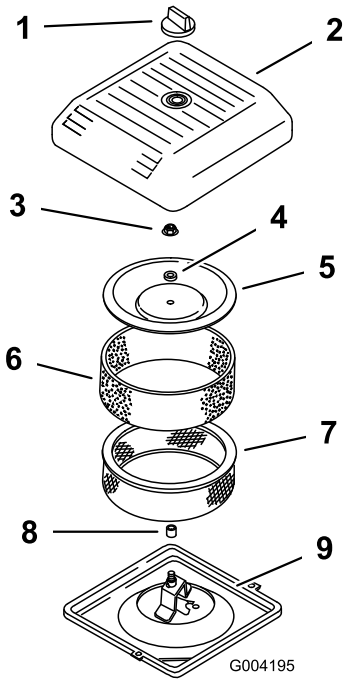

Figur 14
2. Skruva av ratten och ta bort luftrenarkåpan (Figur 14).
3. Dra försiktigt av skumförfiltret från pappersinsatsen (Figur 14).
4. Skruva bort kåpans mutter och ta bort kåpan, distansbrickan och pappersfiltret (Figur 14).
2. Sätt dit luftrenaren på luftrenarbasen (Figur 14).
3. Montera kåpan och distansbrickan, och fäst kåpan med kåpmuttern (Figur 14). Dra åt muttern till ett moment på 10,7 Nm.
4. Sätt tillbaka luftrenarkåpan och dra åt den med ratten (Figur 14).